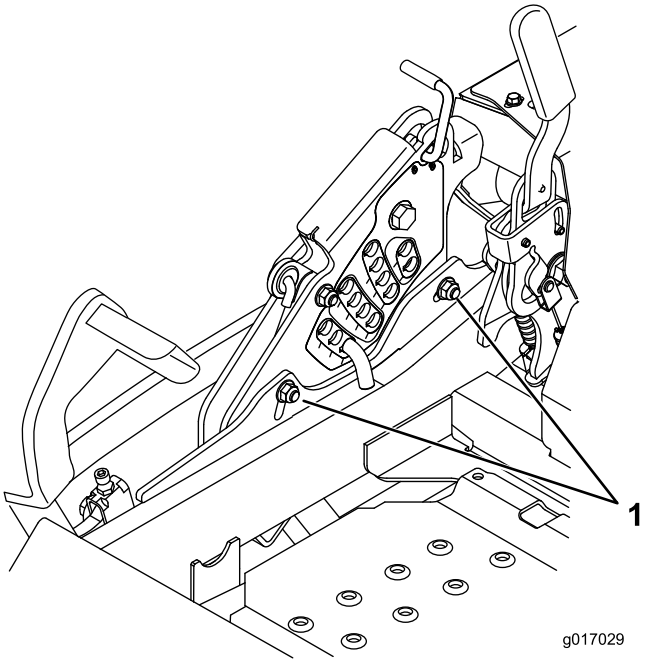

Figuur 88
12. Om het enkelpuntssysteem af te stellen, moet u de twee bouten onderaan de maaihoogteplaat losdraaien. Zie Figuur 88.
14. Draai de twee bouten aan de onderzijde van de maaihoogteplaat vast (Figuur 88). Vastdraaien met een torsie van 37-45 Nm.